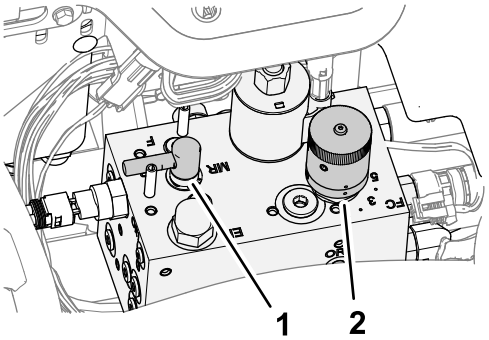

Figur 90
4. Flytta slipningsspaken till läge R (slipning) (Figur 90).